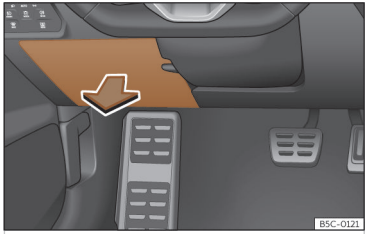

Fig. 205 En el tablero de instrumentos del lado del conductor: tapa de la caja de fusibles.
- *Abrir:* abata la cubierta hacia abajo ››› **fig. 205**.